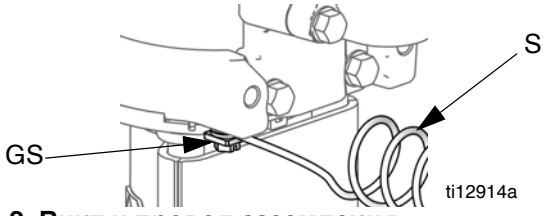

Рис. 2. Винт и провод заземления
1. Насос: см. Рис. 2. Убедитесь в том, что винт заземления (GS) на пневмодвигателе надежно прикреплен и затянут. Подсоедините другой конец провода заземления (S) к точке истинного заземления.